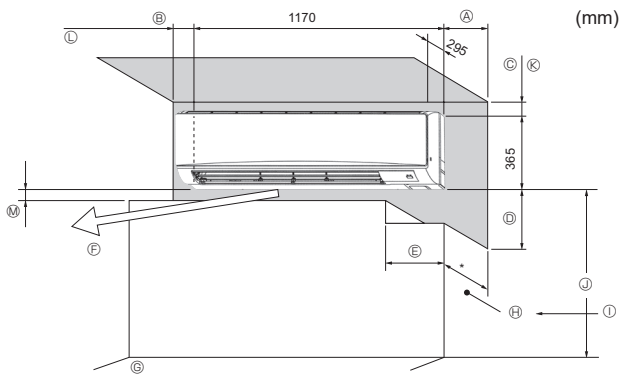

Fig. 2-1
2.1. Dimensioni dell'unità (Sezione interna) (Fig. 2-1)